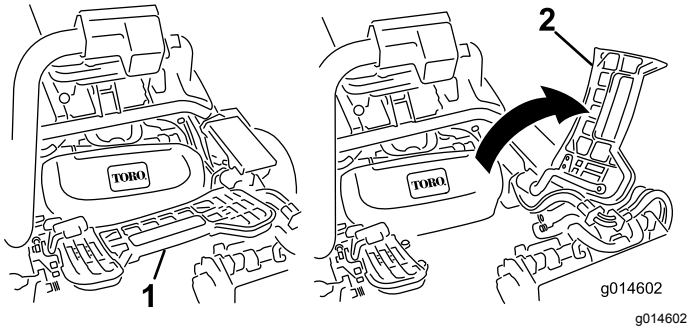

**Figuur 48**
2. Klap de voetsteun omhoog zodat u bij het middelste maaidek kunt (Figuur 48).